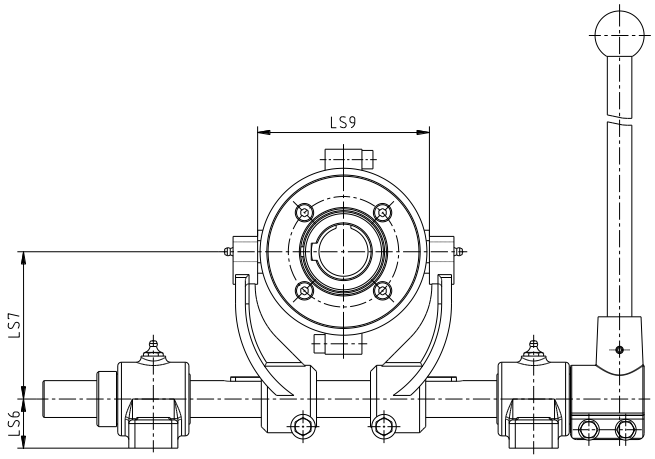

rysunek 20
- Ustawić widelec, drążek przełączania (element 3.3) i łożyska oczkowe (element 3.4) równo z pierścieniem ślizgowym. Zachować wymiary LS7 i LS9 (patrz rysunek 20 oraz tabela 6 i 9). Należy upewnić się, że widelec równo przylega do czopów pierścienia ślizgowego.
W przypadku pełnej płyty montażowej wymiar LS6 (patrz rysunek 20 oraz tabela 6 i 9) mechanizmu przełączającego rozmiar 5, musi zostać powiększony co najmniej 10 mm, natomiast mechanizmu przełączającego rozmiar 6 co najmniej 15 mm. Łapy strony napędzającej i napędzanej muszą zostać odpowiednio dostosowane.